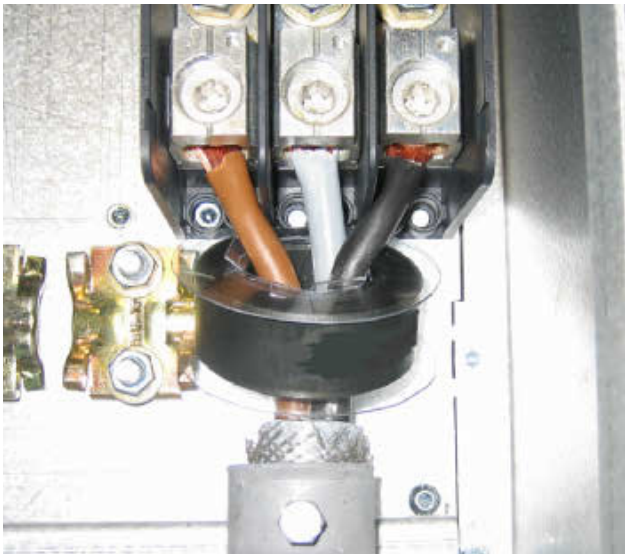

Fig. 49 Ferrite core mounted on the motor cables
The protective earth (PE) and the screen of the cable should be mounted outside the core see Fig. 49.